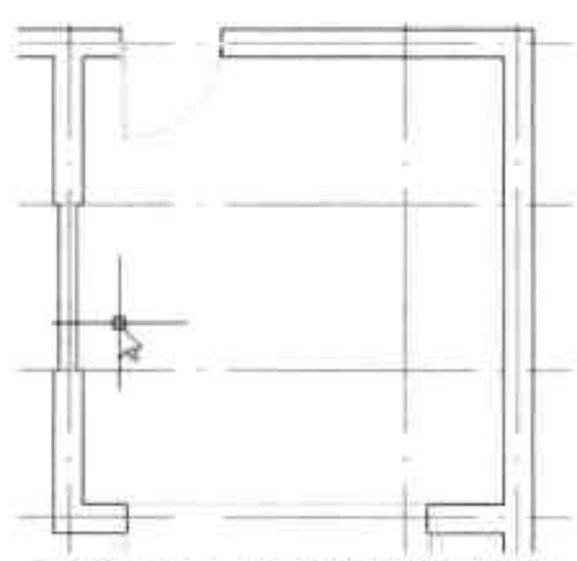

图16-155 完成墙体分段操作
Step 02 选择完成后，即可完成墙体分段操作，如图 16-155 所示。